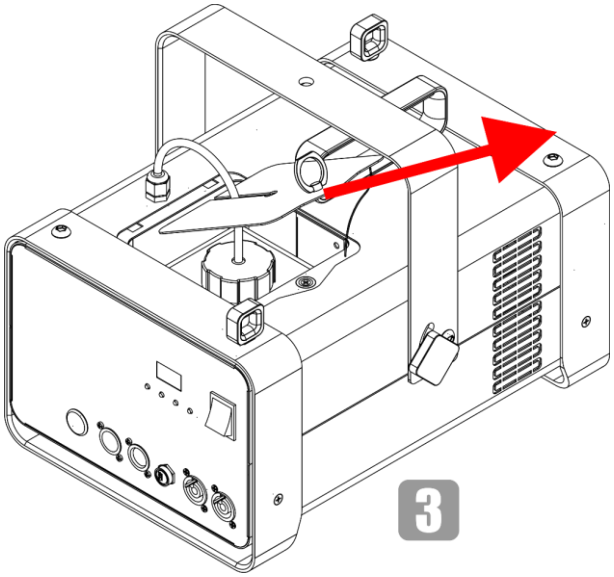

Fig. 23
03) Remove the service lid, as shown in Fig. 23.